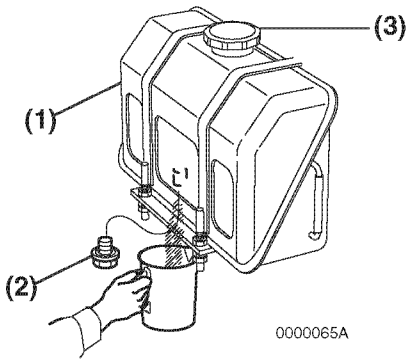

***Figure 10***
1. Position an approved container under the diesel fuel tank **(Figure 10, (1))** to collect the contaminants.
2. Remove the fuel cap **(Figure 10, (3))**.
3. Remove the drain plug **(Figure 10, (2))** to drain the contaminants (water, dirt, etc.) from the bottom of the tank.